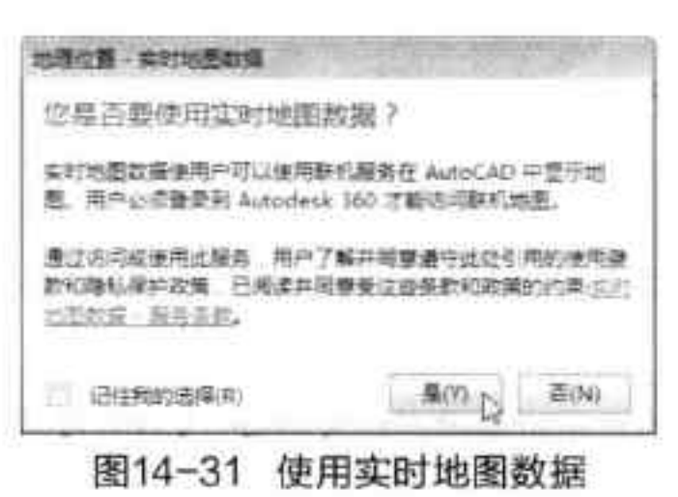

图14-31 使用实时地图数据
Step 02 在“地理位置”对话框中，单击“是”按钮，启动实时地图数据，如图 14-31 所示。